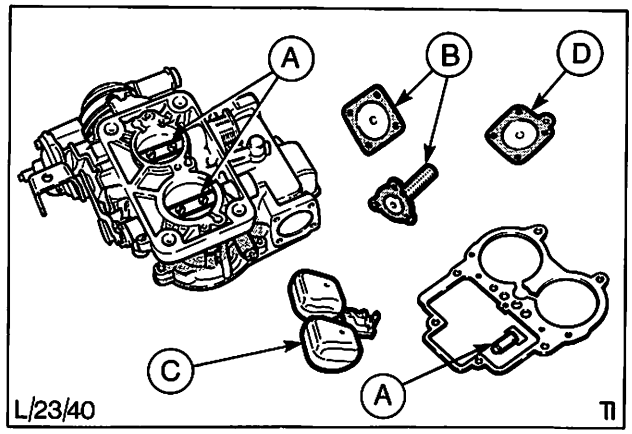

Abb. 66 Zu prüfende Teile
11. Vergasergehäuse und Einzelteile überprüfen, Abb. 66.